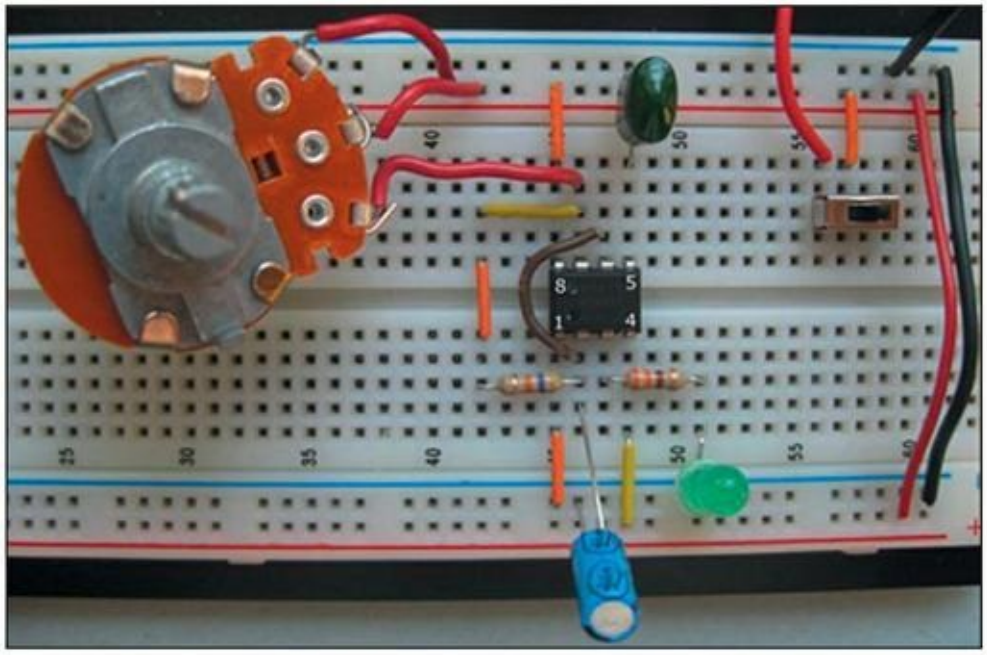

FIGURE 17-2 Un circuit de LED clignotante monté sur une plaque d'essais sans soudure (la numérotation des broches du CI de minuterie 555 a été ajoutée).
Pour voir si la lumière clignote au rythme que vous avez calculé, assemblez le circuit de LED clignotante et faites un essai ! Aidez-vous de la Figure 17-2. S'il s'agit de votre premier circuit, suivez les instructions détaillées dans cette section.
Quand vous assemblez un circuit sur une plaque d'essais sans soudure en utilisant simplement un interrupteur et quelques sections de fil électrique, comme sur la Figure 17-2, il est plus facile d'utiliser l'énergie d'une pile. Utilisez un inverseur simple (SPDT) pour relier la borne positive de la pile au rail d'alimentation positive de la partie supérieure (au Chapitre 4, j'explique le processus en détail). Ensuite,
3. **Introduisez les deux résistances fixes *R2* et *R3* sur la plaque, en vous conformant au schéma et à la Figure 17-2.**
4. **Introduisez les deux condensateurs *C1* et *C2* sur la plaque, en vous conformant au schéma et à la Figure 17-2.**
Comme cela a été mentionné au Chapitre 11, les broches des CI sont numérotées dans le sens contraire des aiguilles d'une montre à partir de l'encoche. Si vous avez placé le CI de minuterie 555 en orientant l'encoche du côté gauche, les connexions des broches se présentent donc comme sur la Figure 17-2.
Aidez-vous de la Figure 17-2 pour brancher ces fils de liaison.